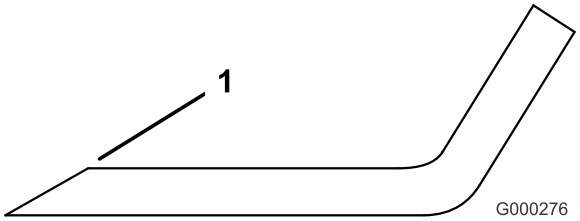

Figure 95
1. Au moyen d'une lime, aiguisez les tranchants aux deux extrémités de la lame (Figure 95). Veillez à conserver l'angle de coupe d'origine. Limez la même quantité de métal sur chacun des deux tranchants pour ne pas déséquilibrer la lame.